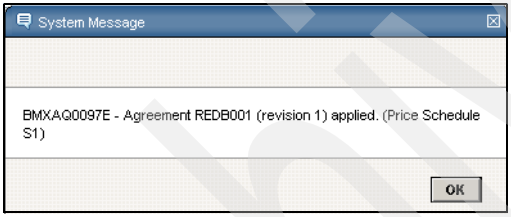

Figure 12-26 System Message
6. Click **OK** to close System Message Dialog box, as shown in Figure 12-26.